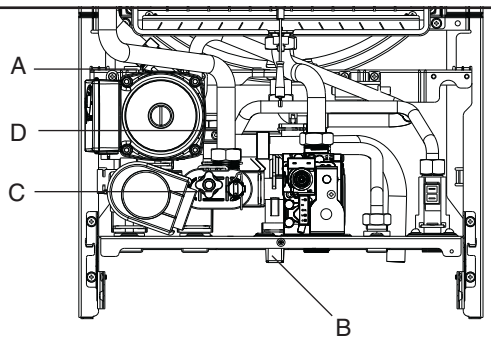

Рис. 3.10
- открутите на два или три оборота крышку автовоздушника (A) (рис. 3.10)
- откройте кран для заполнения системы (B) и держите его открытым до тех пор, пока давление на манометре, не достигнет значения от 1 до 1,5 бар.